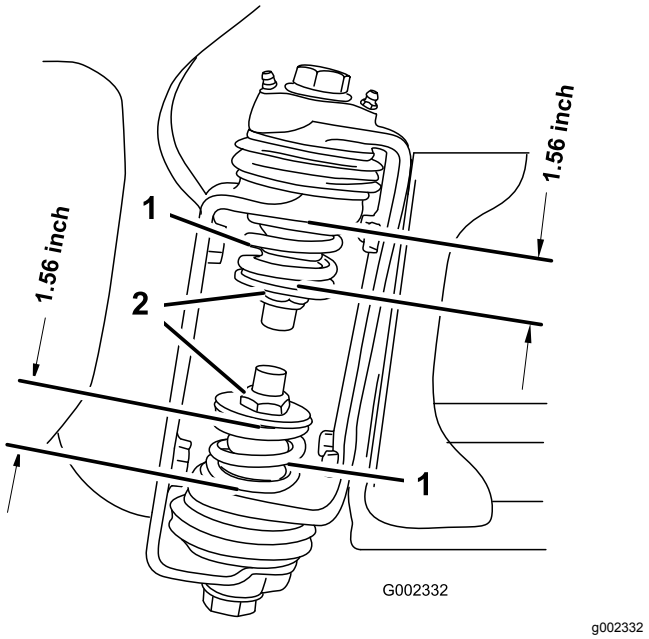

Figur 27
3. Mål sammentrykningen af den øverste og nederste fjeder ved bomhængslet, mens bommene er i forlænget position (Figur 27).